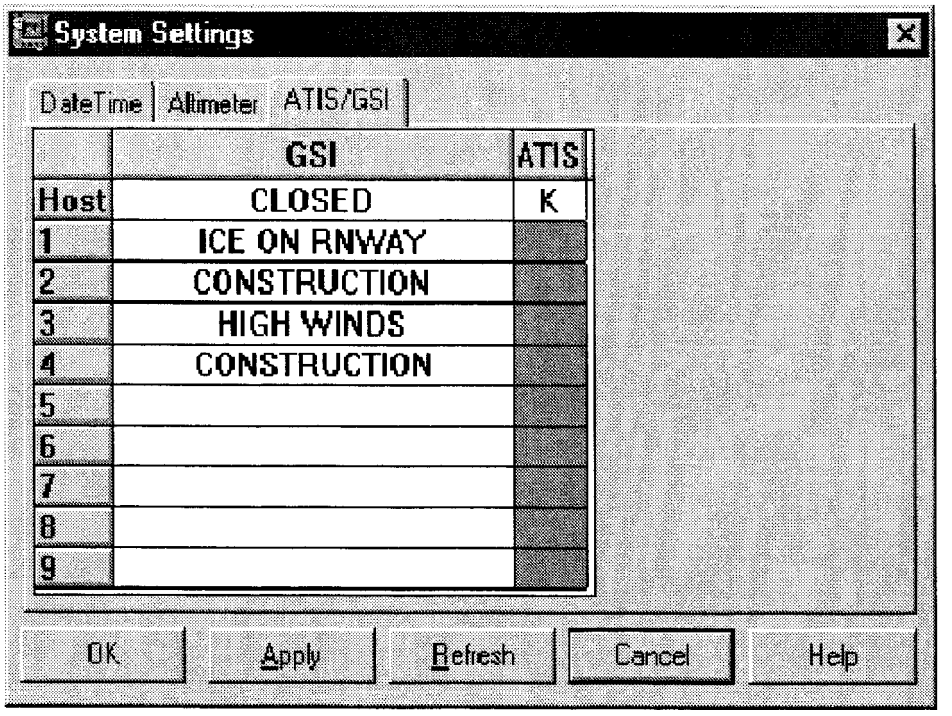

FIGURE 4-21. SYSTEM SETTINGS WINDOW — ATIS/GSI
7. ATIS/GSI tab (Figure 4-21):